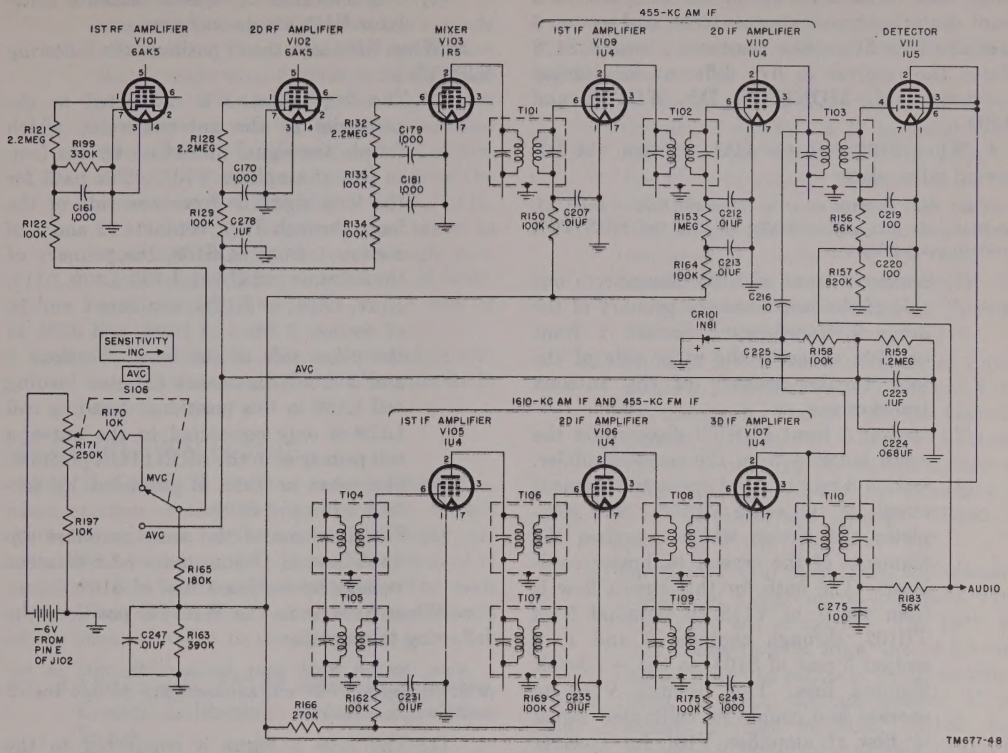

Figure 48. Radio Receiver R-395/PRD-1, simplified diagram of AVC switch and SENSITIVITY control circuits.
b. When S106 is in the AVC position (fig. 48), automatic volume control voltage is coupled from the avc circuit to the input circuits of first and second rf amplifier V101 and V102, mixer V103, and if. stages V109, V110, V105, V106, and V107. The path for this negative voltage is from the negative side of R159 to the avc contact and arm of S106 by way of the voltage divider network consisting of R165 and R163, through a parallel path consisting of the grid input circuits of V101, V102, V103, V109, V110, V105, V106, and V107.